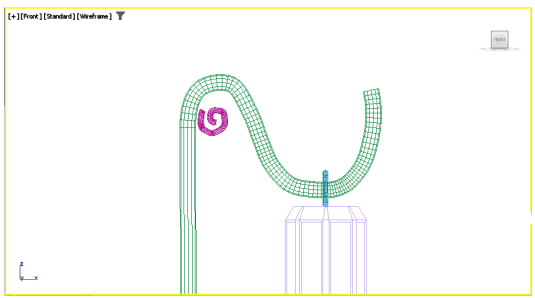

Figure 5-37 *The curve created*
3. In the **Creation Method** rollout, make sure the **Smooth** radio buttons are selected in the **Initial Type** and **Drag Type** areas. Next, create a curve, as shown in Figure 5-37. Right-click to exit the **Line** tool.